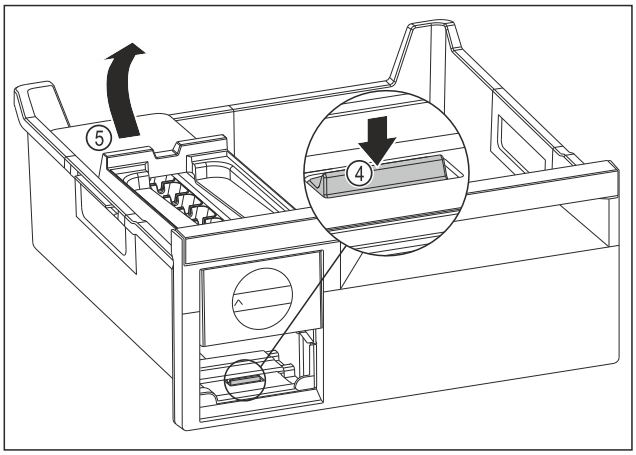

Fig. 145
▶ Ta ut EasyTwist-Ice-enheten: Tryck ned skenan *Fig. 145 (4)* med fingret och lyft samtidigt EasyTwist-Ice-enheten *Fig. 145 (5)* bakifrån med andra handen.